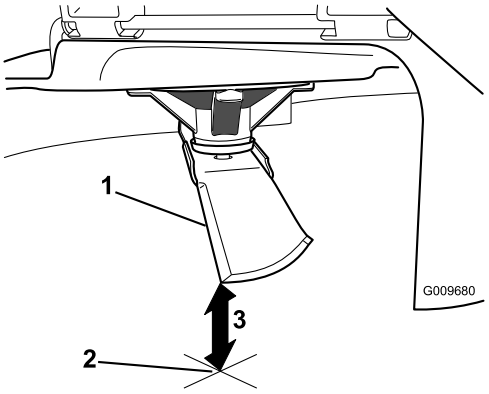

Figur 51
5. Mål fra spidsen af skærekniven til den plane overflade (Figur 51).